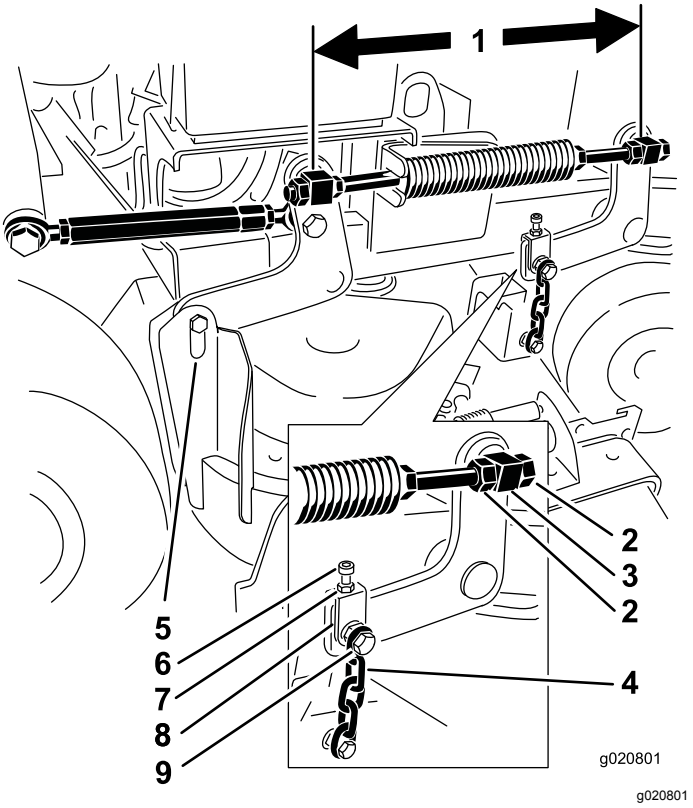

**Figuur 82**
6. Controleer de afstand tussen de wartels, meet in het midden van de wartels (de lengte van midden tot midden) op elke draadstang (Figuur 82).
11. Als afstelling vereist is, zet dan de bovenste kettingbout los (Figuur 82).
5. Draai de bovenste kettingbouten los (Figuur 82).